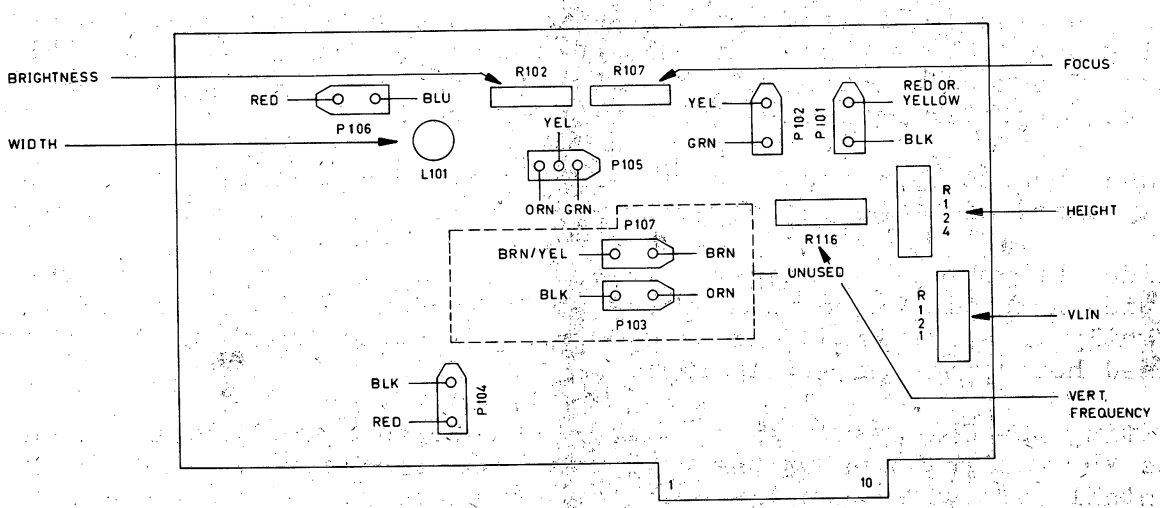

Figure 2-4
2.6.6 Monitor control board Figure 2-4
l. Reconnect the socket to the rear of the CRT tube and the plugs P102 and P106 to the bottom of the monitor control board (figure 2.4).
2.7.1 Monitor control board adjustments figure 2-4